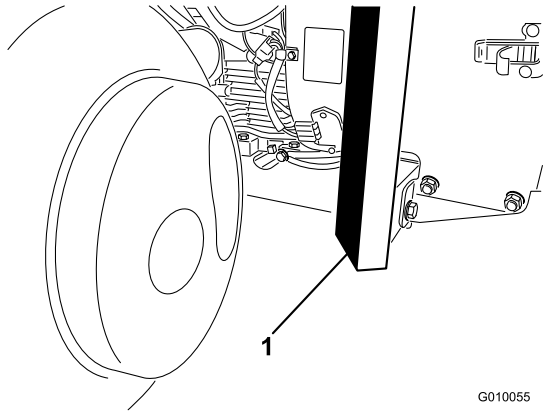

Figur 40
2. Placer donkraften forsvarligt under rammens forende (Figur 40).